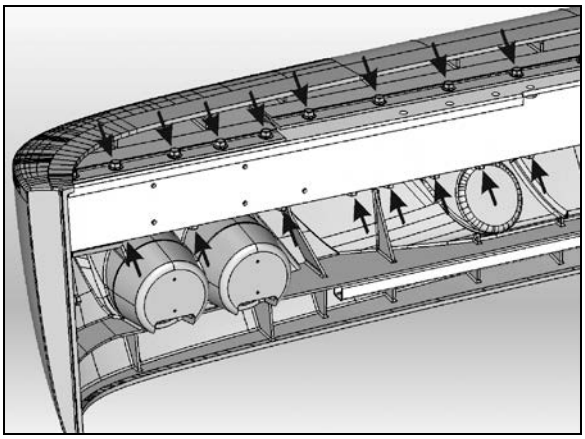

FIGURE 18: ALUMINUM EXTRUSIONS - BUMPER SKIN REMOVAL
The bumper skin is pinched to the bumper beam by the use of aluminum extrusions bolted over and under the beam. First, remove the front bumper as per “Front Bumper Removal”. Let the bumper rest face down on the lifting equipment platform. Loosen the aluminum extrusion bolts as required and then detach the skin from the beam (Figure 18).
In figure 18, if there is an indentation (B) in the dust cap (C) and the cover shows two holes (A), the damper is fitted with a bump rubber (D). If so, fully extend the damper and insert a round bar or screwdriver through the holes. Push the bump rubber down and remove. Remove the split plastic collar (E) (if fitted) from the piston rod.